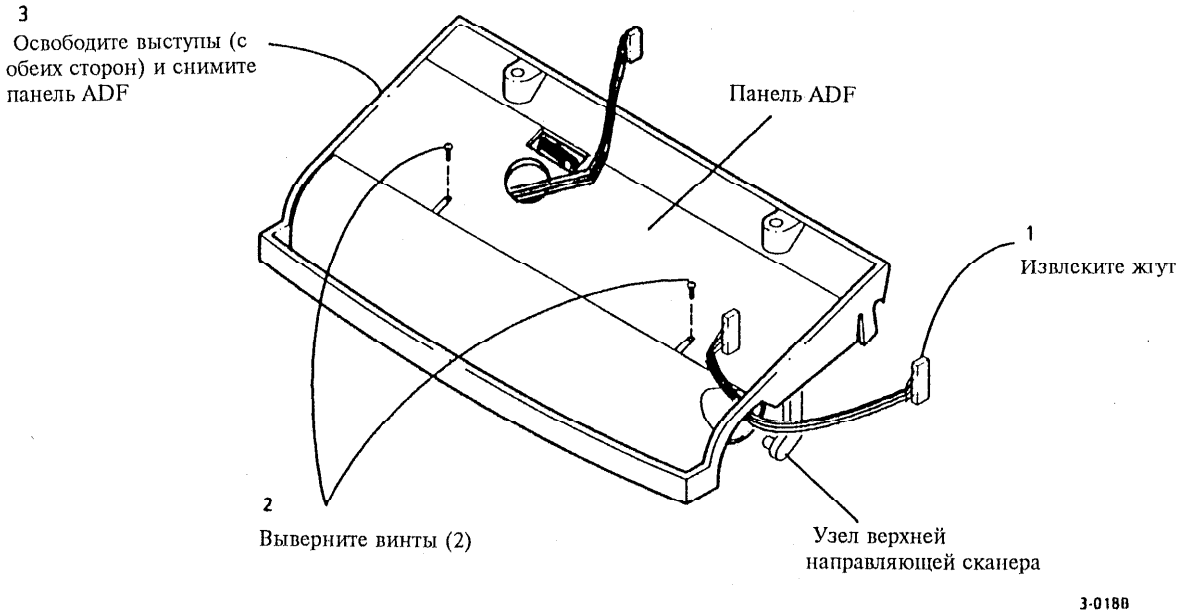

Рис. 1 Снятие панели ADF
2. (Рис. 1): Снимите панель ADF с узла верхней направляющей.